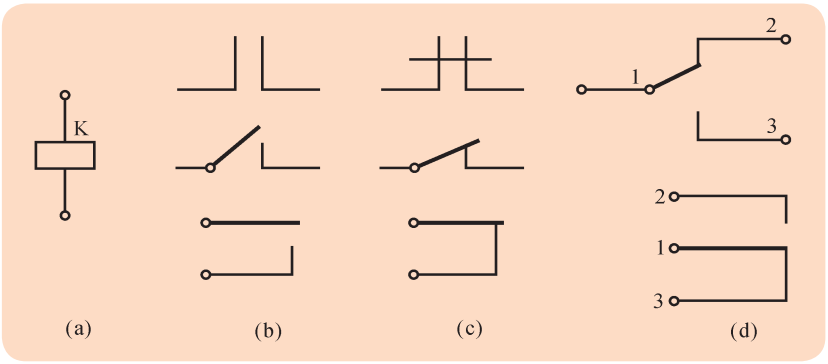

图 4.6　继电器的电路符号
在电路图中，为简化起见，采用图 4.6 所示的符号来表示继电器的主要结构。
继电器线圈在电路中用一个长方框符号表示[见图 4.6（a）]。同时在长方框内或长方框旁标上继电器的文字符号“K”。继电器的触点有两种表示方法：一种是把它们直接画在长方框一侧，这种表示法较为直观；另一种是按照电路连接的需要，把各个触点分别画到各自的控制电路中。
1. 动合触点（H 型）：线圈不通电时两触点是断开的，通电后，两触点就闭合。以“合”字的拼音字头“H”表示，见图 4.6（b）。
2. 动断触点（D 型）：线圈不通电时两触点是闭合的，通电后两触点就断开。用“断”字的拼音字头“D”表示，见图 4.6（c）。
3. 转换触点（Z 型）：这种触点组共有三个触点，即中间是动触点，上下各一个静触点。线圈不通电时，动触点和其中一个静触点断开和另一个闭合。线圈通电后，动触点就移动，使原来断开的成闭合，原来闭合的成断开状态，达到转换的目的。这样的触点组称为转换触点。用“转”字的拼音字头“Z”表示，见图 4.6（d）。